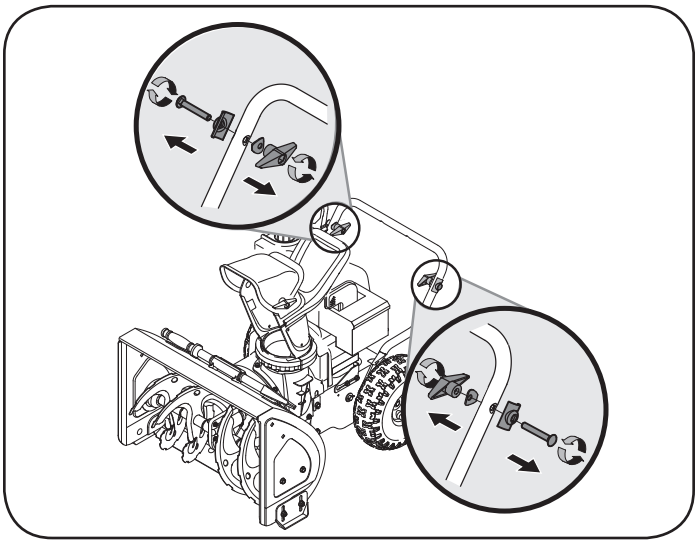

Figura 2
2. Soltar y quitar la perilla de ala, la arandela de silla, la etiqueta de mango y el tornillo de carro sobre cada lado del mango inferior. Ver la Figura 2.